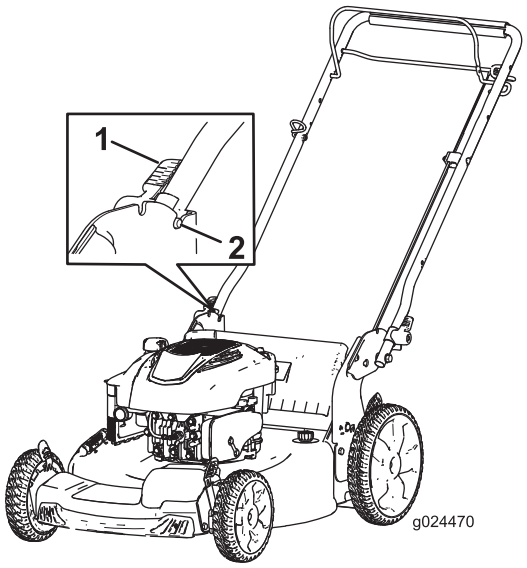

Figura 4
2. Inserite il fermo della stegola (Figura 4) finché il perno scatta in posizione per bloccare la stegola in posizione di guida.